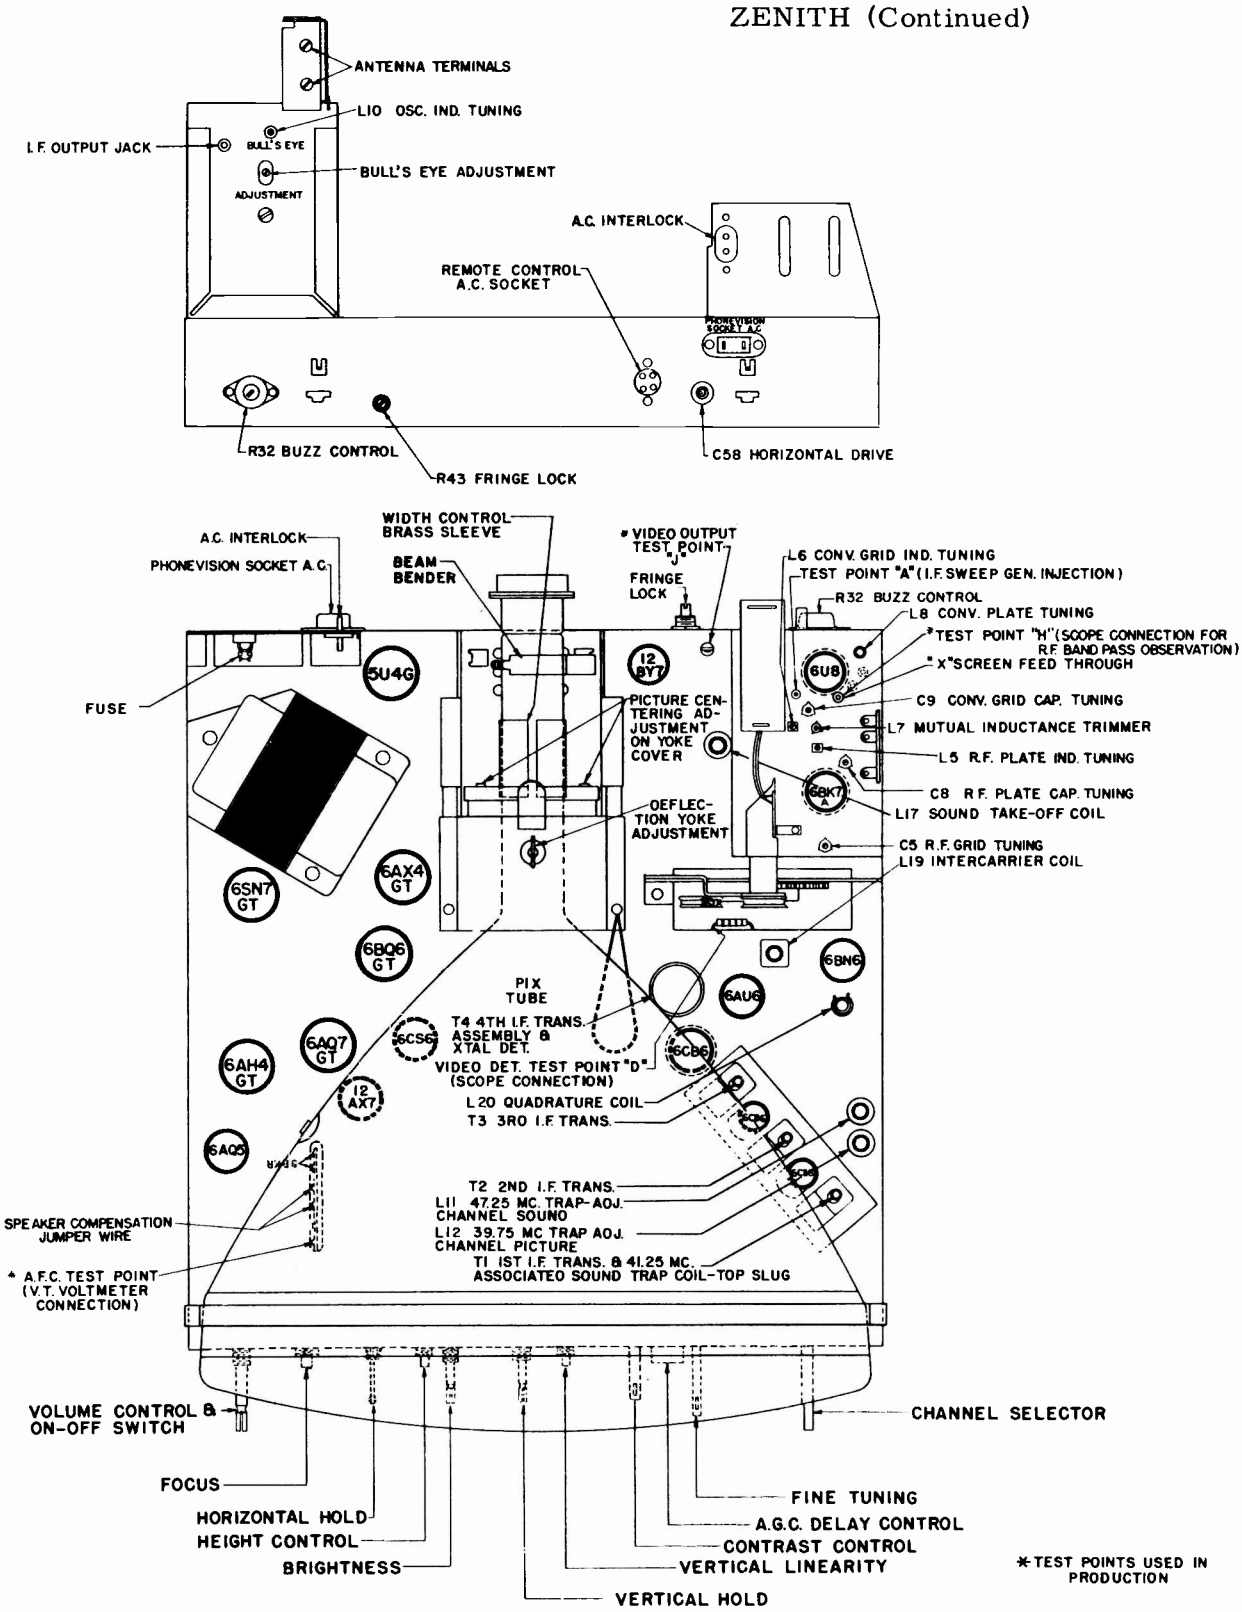
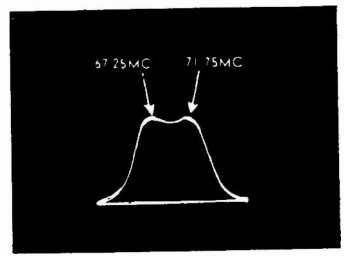

Fig. 4 Tube And Trimmer Layout 19M20, 19M20Z, 19M20U, 19M20UZ, 19M21, 19M21Z, 19M21U, 19M21UZ & 19M22UZ.
Fig. 19 Channel 4 RF Response.
2. Connect the calibrated oscilloscope to the feed through terminal "H" (Fig. 4) through a 10K isolation resistor. This terminal is the screen of the 6U8 mixer.
4. Turn the channel selector to Channel 4 and adjust the sweep generator until a response curve somewhat similar to Fig. 19 is obtained.
5. Study Fig. 4 and adjust the converter grid capacitor (C9), the RF plate capacitor (C8) and the RF grid capacitor (C5) until a response curve similar to Fig. 19 is obtained.